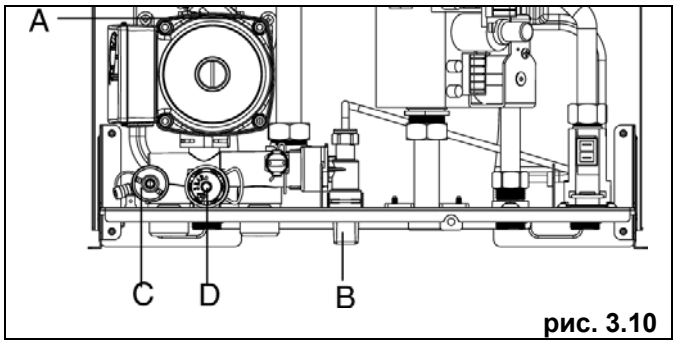

рис. 3.10
- открутите на два или три оборота крышку автовоздушника (**A**) (рис. 3.10)